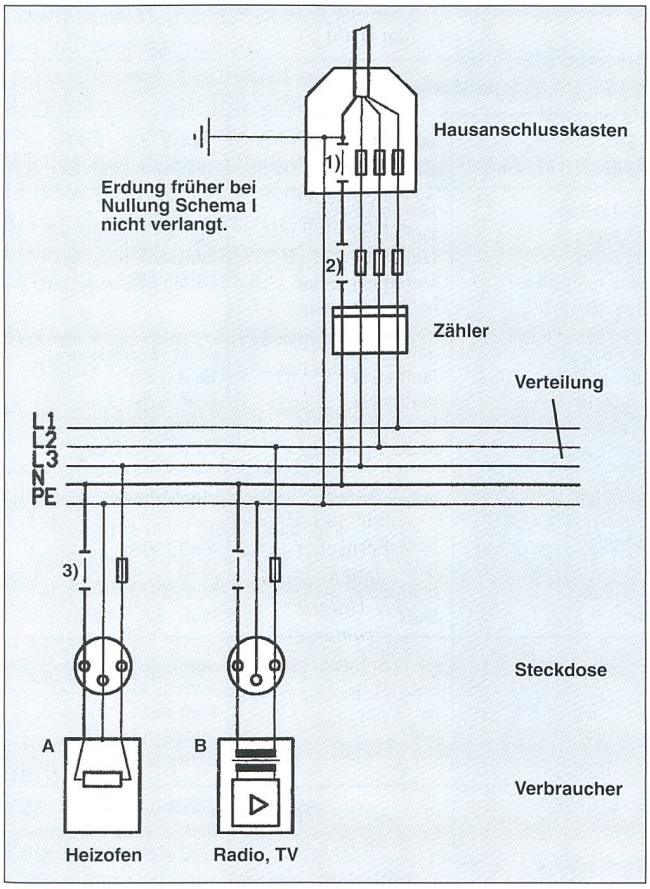
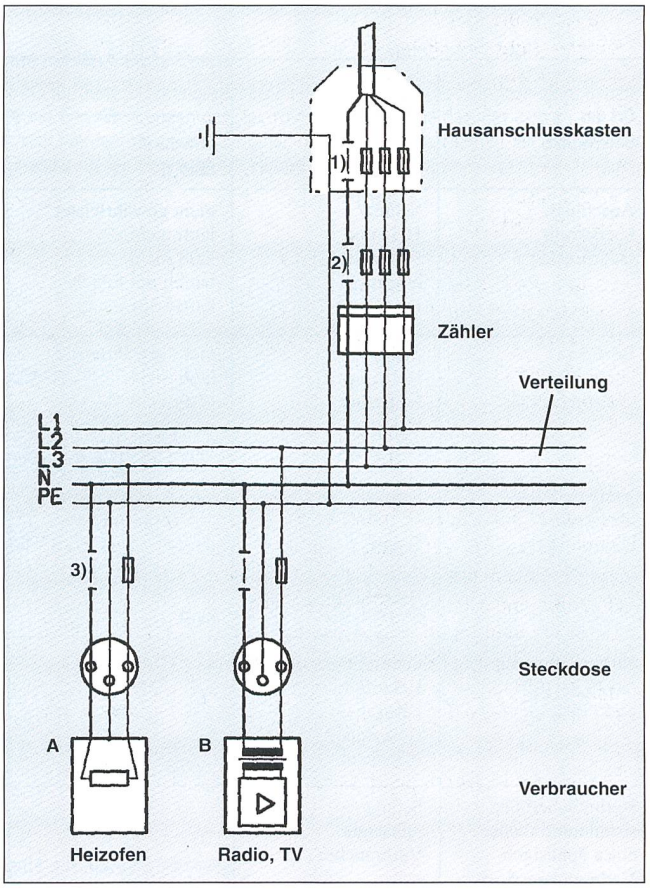
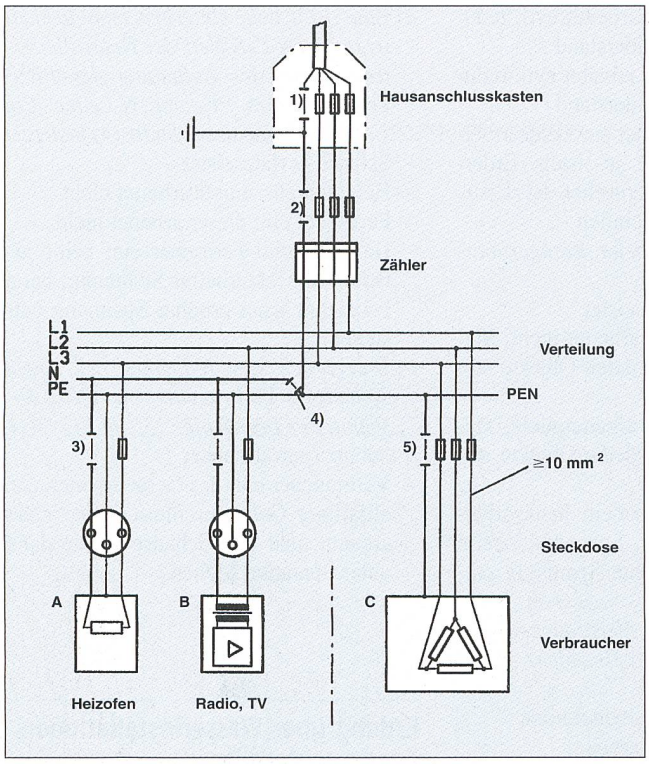

Bild 2 Installation TN-S (früher Nullung Schema I)
Bild 3 Installationsart mit Schutzerdung
Bild 4 Installationsart TN-C-S (Schema II)
Diese Installationsart ist heute vorgeschrieben für Querschnitte < 10 mm². Der Neutralleiter (N) und der Schutzleiter (PE) sind vor dem Anschlussüberstromunterbrecher verbunden und geerdet. Bei diesem Installationssystem wird der Schutzleiter und der Neutralleiter getrennt geführt. Die verschiedenen Unterbruchmöglichkeiten des Neutralleiters ergeben folgende Situationen (Bild 2):
Diese Installationsart wird mit fünf getrennten Leitern ausgeführt. Dabei ist der Schutzleiter geerdet, jedoch nicht mit dem Neutralleiter verbunden. In dieser Installation muss der Erderwiderstand am Hausanschluss sehr tief sein, damit die Schutzbedingungen eingehalten werden. Die verschiedenen Unterbruchsmöglichkeiten des Neutralleiters ergeben folgende Situationen (Bild 3):
Bei der Nullung nach TN-C-S ist im TN-C-Abschnitt der Schutzleiter (PE) und der Neutralleiter (N) bei Querschnitten ≥ 10 mm² als gemeinsamer PEN-Leiter geführt. Der PEN-Leiter ist am Ausgang des Anschlussüberstromunterbrechers geerdet. Bei Querschnitten < 10 mm² muss mit einem speziellen Trenner auf die Nullung TN-S übergegangen werden. In der Installation dürfen PE- und N-Leiter nach der Aufteilung nicht mehr verbunden werden. Ein Unterbruch an den Stellen *1–5* nach Bild 4 ergibt folgende Situationen:
L'interruption du neutre dans une installation électrique intervient certes très rarement. Mais si elle a lieu on court le risque que de tels défauts génèrent des surtensions, qui peuvent détruire des appareils électroniques (voir tableau I). Dans l'ancien schéma III (figure 1) et dans les installations mixtes (TN-C-S) (figure 4), outre des surtensions on peut avoir aussi des tensions de contact dangereuses. Selon le lieu de l'interruption, des tensions dangereuses peuvent se présenter aussi sur des boîtiers métalliques intacts sans que l'appareil concerné soit lui même enclenché. Il suffit qu'un quelconque poste consommateur dans l'installation soit en service (p.ex. luminaire). Dans une installation normale, il n'y a aucune possibilité de couper automatiquement ce défaut. Un disjoncteur de protection à courant de défaut 30 mA ne coupe qu'en contact avec un boîtier sous tension et évite ainsi des dommages aux personnes. Par contre dans les installations TN-S (figure 2) et celles avec protection par mise à la terre (figure 3) il n'y a aucun danger de dommages aux personnes.